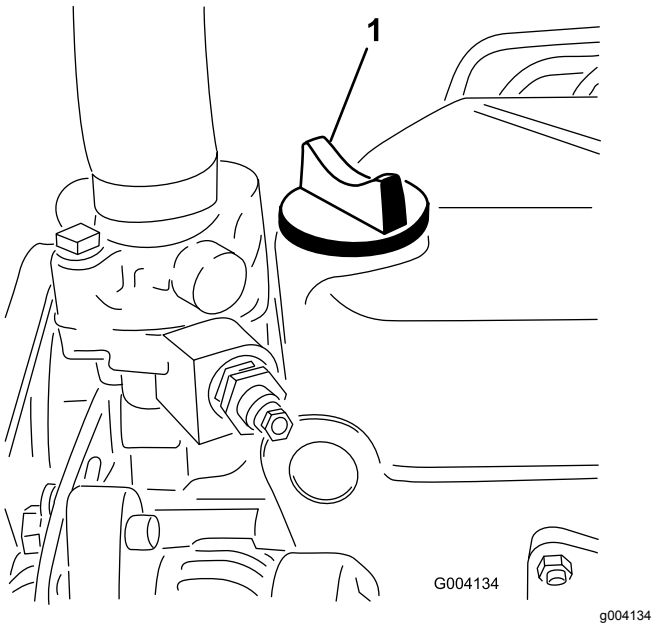

Figur 49
5. Om oljenivån inte når upp till markeringen Full på oljestickan (Figur 49) fyller du på olja tills nivån når upp till markeringen.